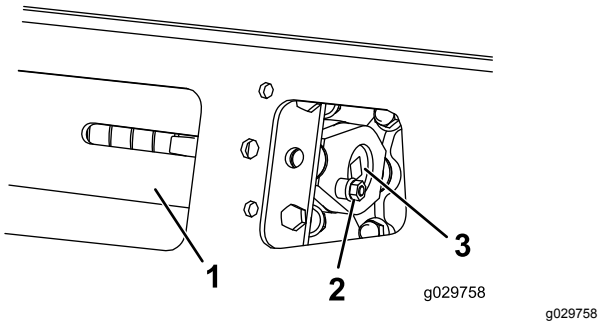
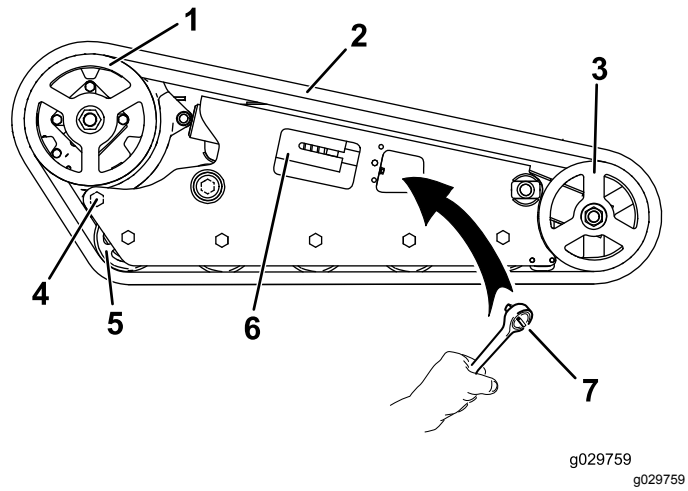

Rysunek 58
Rysunek 59
4. Odkręć śrubę zabezpieczającą i nakrętkę (Rysunek 58).
6. Ustaw najbliższe nacięcie na śrubie napinającej równo z otworem śruby zabezpieczającej i unieruchom śrubę za pomocą śruby zabezpieczającej i nakrętki (Rysunek 58).
5. Za pomocą klucza grzechotkowego z zabierakiem ½ cala uwolnij napięcie gąsienicy, obracając śrubę napinającą w prawo (Rysunek 58 oraz Rysunek 59).
6. Poluzuj tylną śrubę w pobliżu koła napędzającego (Rysunek 59).
8. Po zdjęciu gąsienicy z przedniego koła zdejmij ją z koła napędowego oraz kół jezdnych (Rysunek 59).
9. Rozpoczynając od koła napędowego, nawiń wokół niego nową gąsienicę, upewniając się, że zęby gąsienicy wpasowały się między przekładki koła napędowego (Rysunek 59).
10. Wepchnij gąsienicę pod oraz pomiędzy koła jezdne (Rysunek 59).
12. Używając klucza grzechotkowego z zabierakiem 1/2 cala obracaj śrubę napinającą w lewo, aż śruba napinająca zostanie odkręcona do końca (Rysunek 58).